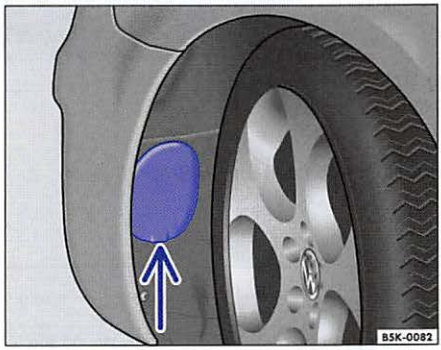

Fig. 170 Remove cover in wheel house liner.
2.	With the flat blade of the screwdriver from the vehicle tool kit ⇒ page 305, remove the cover in the wheel house lining from below ⇒ fig. 170 (arrow).
8.	Replace the cover ⇒ fig. 170 in the wheel house liner. ◁